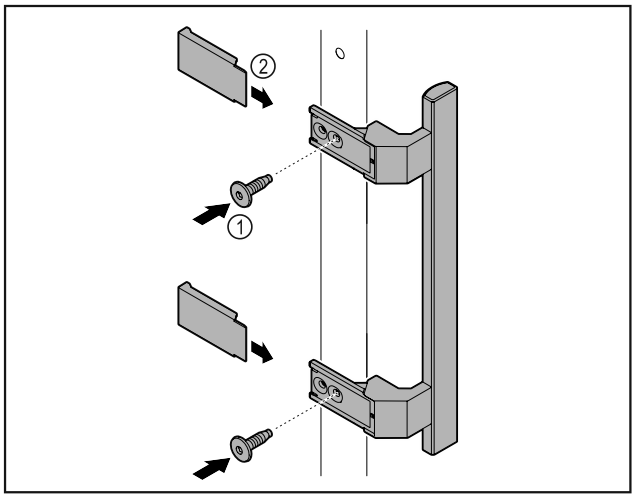

Fig. 49
▶ Atașați mânerul din pachetul de accesorii la ușă cu ajutorul șuruburilor incluse *Fig. 49 (1)*.
▶ Aplicați capacul *Fig. 49 (2)*.